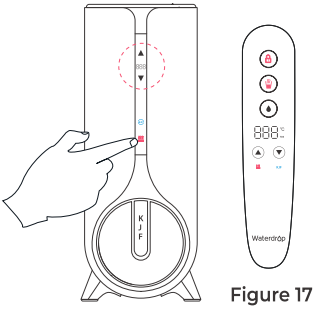

Figure 17
a.Start up/shut off heating mode (Figure 17)